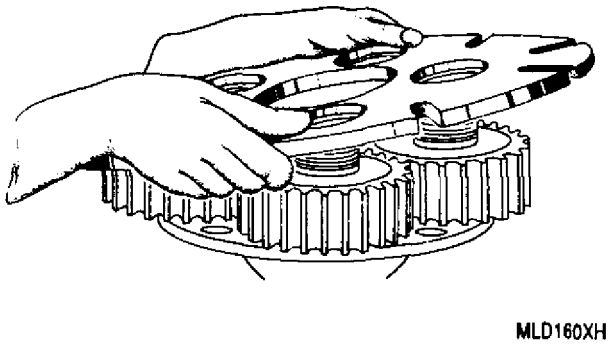
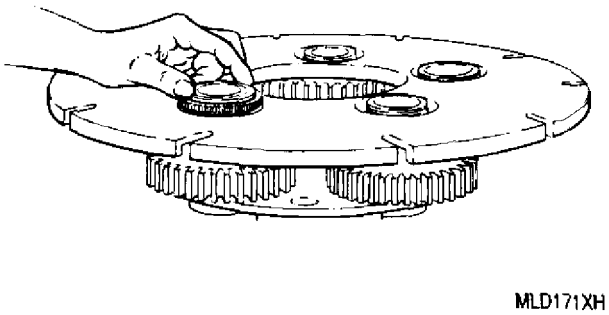

Figure 16. Installing 6799826 Support Plate on Rear Journals
Figure 17. Securing Support Plate Using Rear Splined Nuts
h. Install 6799826 support plate on rear journal (figure 16) and secure with rear splined nuts (figure 17).